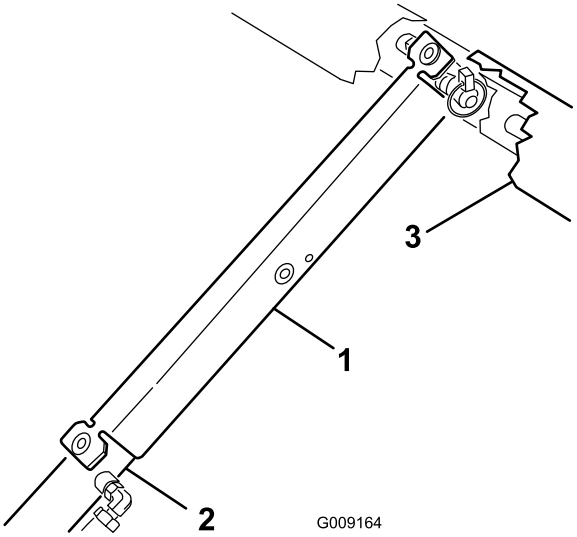

Figuur 32
3. Plaats de laadbakbeveiliging op de cilinderstang, waarbij u ervoor zorgt dat de uiteinden van de laadbakbeveiliging rusten op het uiteinde van de cilinder en het uiteinde van de cilinderstang (Figuur 32).